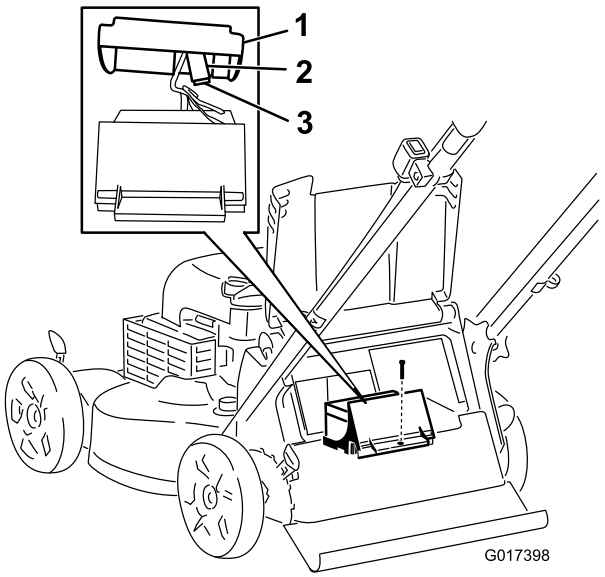

Figuur 26
3. Verwijder de schroef waarmee het accucompartiment is bevestigd, verwijder de accu en ga naar de zekering (Figuur 26).
4. Vervang de zekering in de zekeringhouder (Figuur 26).